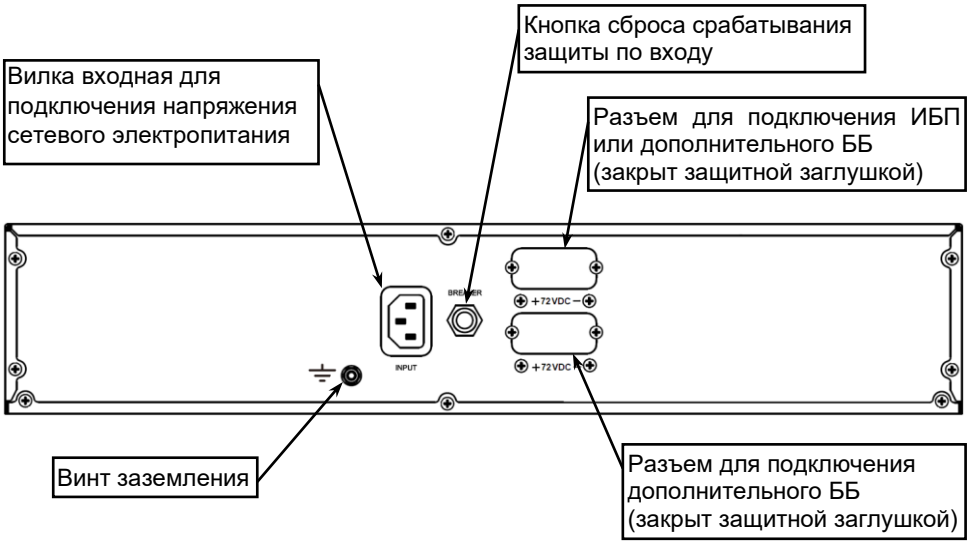

Рисунок 2 – Общий вид задней панели ББ
На задней панели ББ расположены: вилка входная для подключения напряжения сетевого электропитания, кнопка сброса срабатывания защиты по входу (срабатывание защиты происходит при превышении уровня входного тока выше допустимого), разъемы для подключения (закрыты защитными заглушками) и винт заземления (см. рисунок 2).
- разместите ББ на полке или направляющих шкафа или стойки и закрепите его на передних стойках. Соедините винт заземления ББ (см. рисунок 2) с контуром заземления шкафа или стойки перемычкой заземления (в комплект поставки не входит);
Подключите ББ к сетевому напряжению через вилку входную «INPUT» (см. рисунок 2) и кабель сетевой (входит в комплект поставки).